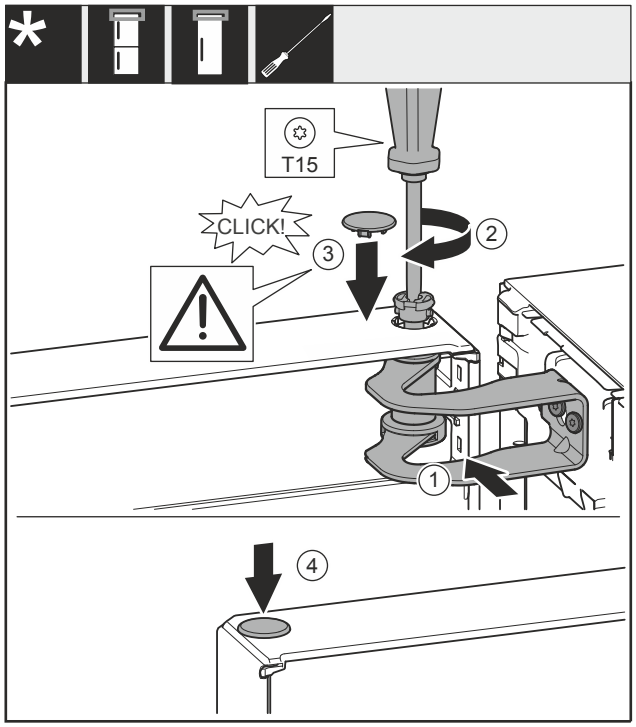

Fig. 24
- ▶ Alinee la puerta con el orificio del caballete *Fig. 24 (1)*.
- ▶ Inserte el perno *Fig. 24 (2)* y apriételo con un destornillador.
- ▶ Coloque la cubierta *Fig. 24 (3)*.
- ▶ Compruebe que la cubierta *Fig. 24 (3)* se apoye sobre la puerta.
- ▶ Coloque la cubierta *Fig. 24 (4)*.